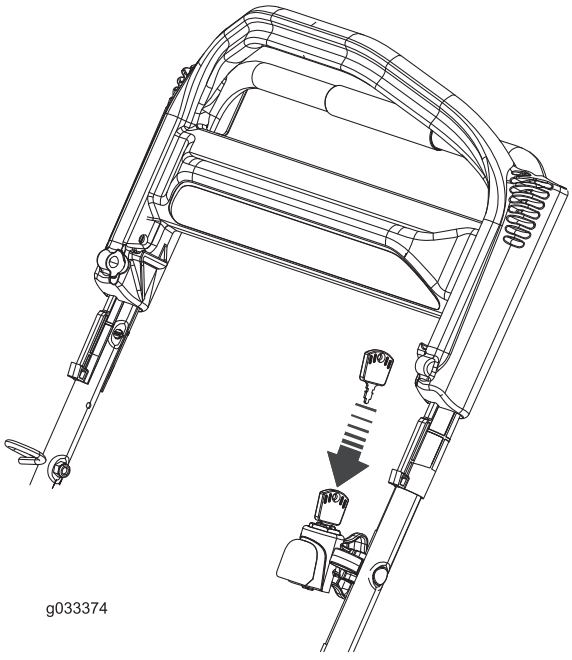
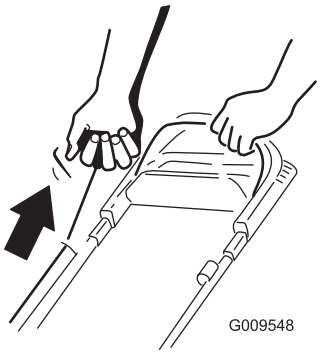

Figuur 18
Figuur 19
2. Steek het contactsleuteltje in het contactslot en draai eraan (uitsluitend modellen met elektrisch startsysteem, zie Figuur 18) of trek aan de handgreep van het startkoord (Figuur 19).
Opmerking: Trek de starthandgreep langzaam uit totdat u weerstand voelt, daarna krachtig uittrekken (Figuur 19). Laat het koord langzaam terugkeren.